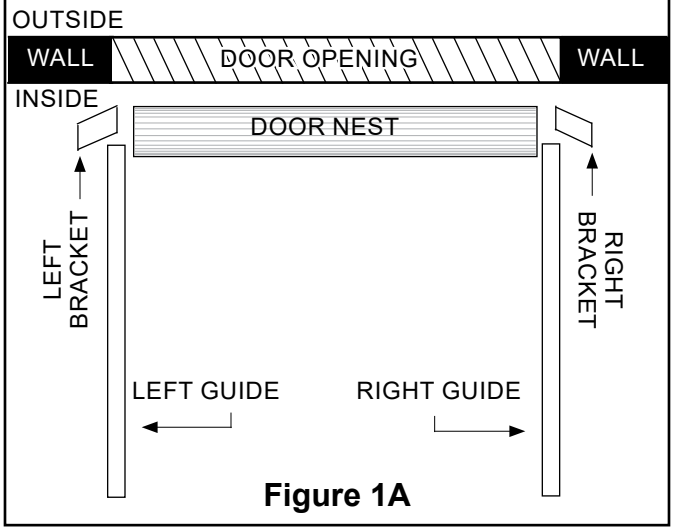

Figure 1A
3.3 Now place each bracket with the correct guide. Each bracket is labeled left or right *(See Figure 1A).*